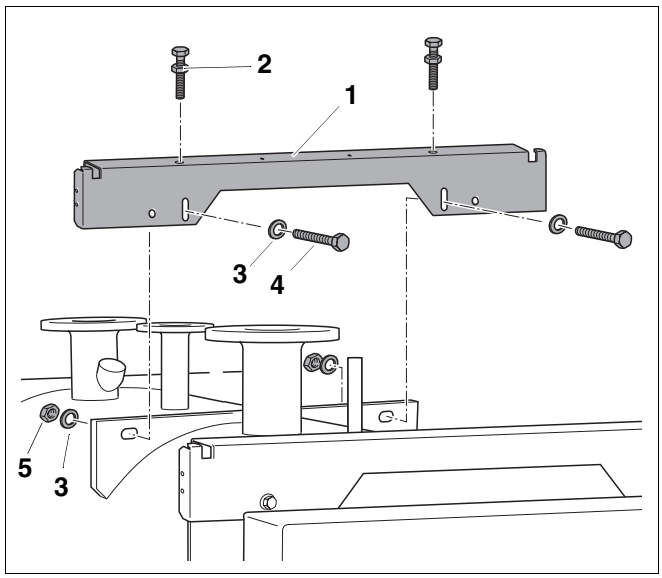

Fig. 14 Montaggio della traversa centrale
- Avvitare la vite di regolazione con i dadi (fig. 14, **pos. 2**) nella traversa.
- Montare la traversa centrale (fig. 14, **pos. 1**) con 2 viti (fig. 14, **pos. 4**), 4 rondelle (fig. 14, **pos. 3**) e 2 dadi (fig. 14, **pos. 5**) sul supporto della caldaia. La piegatura della traversa deve essere rivolta verso la parte posteriore. Serrare i dadi solo leggermente, per poter effettuare un successivo allineamento con la vite di regolazione.